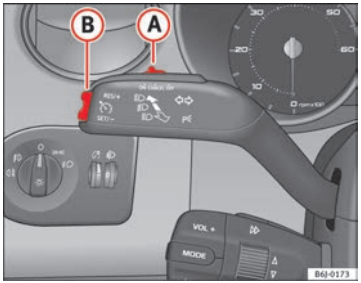

Fig. 115 Turn signal and main beam headlight lever: switch and rocker switch for the cruise control
– Press the upper part **RES** of the rocker switch ⇒ Fig. 115 (B) to increase the speed. The vehicle will continue to accelerate as long as you keep the rocker switch pressed. When you release the switch, the new speed is stored.
Cruise control is switched off if you reduce speed by depressing the brake pedal. Reactivate the control by pressing once on the upper part of the rocker switch **RES+** ⇒ Fig. 115 (B).